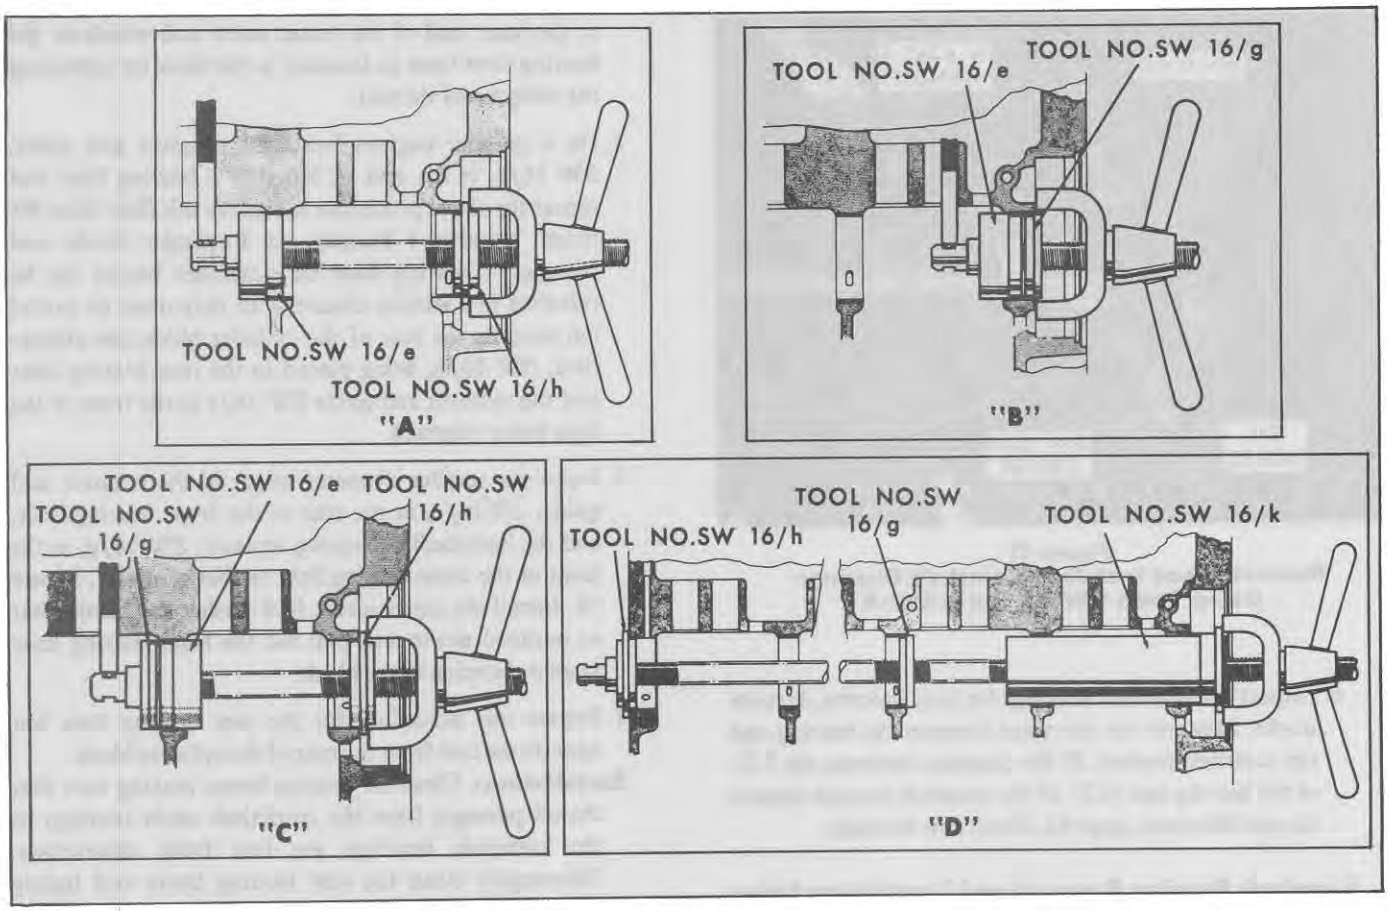

Figure 78
1. Insert the small diameter spigot of the remover and guide, SW 16/e, into the rear of Number 2 bearing liner as shown in "A", Figure 78. Position the centralizer, SW 16/h, in front of Number 1 bearing with the smaller diameter spigot located in the bearing liner. Pass the center screw of main tool No. SW 16 through this centralizer and the guide and fit "C" washer to the end of the center screw. Place the tommy bar in the hole at the inner end of the center screw and withdraw the bearing liner from its location in the block by tightening the wing nut of the tool.
3. Insert the smaller diameter spigot of the remover and guide, SW16/e, in the rear of the front bearing liner, and the intermediate bearing replacer; SW 16/g, in the front of the front bearing liner as shown in "B", Figure 78. Install the center screw, lock washer and tommy bar as outlined above and pull out the front bearing liner from its location in the block.
1. Insert the remover and guide, SW 16/e, into Number 2 bearing bore with the smaller diameter towards the rear of the block. Place the centralizer, SW 16/h, in the front of Number 1 bearing bore with the larger diameter spigot located in the bore. Locate the new bearing liner on the smaller diameter spigot of the remover and guide and insert the smaller diameter spigot of the intermediate bearing replacer, SW 16/g, into the other side of the liner. Insert the center screw and install the lock washer and tommy bar as shown in "C", Figure 78.
5. Place a new liner on the replacer mandrel, SW 16/k, so that it contacts the small shoulder, and pass the mandrel through Number 1 bore and Number 2 bearing liner. Place the intermediate bearing replacer SW 16/g, in Number 4 bearing on 4-cylinder blocks (in Number 3 bearing on 3-cylinder blocks) to centralize the center screw. Insert the centralizer, SW 16/h, in the rear bore with larger diameter spigot in the bore. Install the center screw and lock washer as shown in "D", Figure 78. Make sure the main tool body is placed vertically for this operation so that the center screw is kept central by the body locating on the spigot of the mandrel.